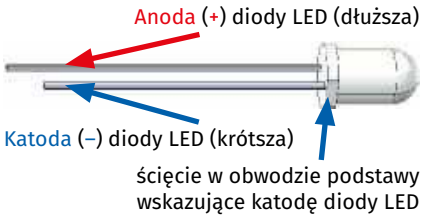

Rysunek 4. Opis wyprowadzeń standardowej diody LED z dwoma wyprowadzeniami („plusowe" wyprowadzenie jest dłuższe, natomiast „minusowe" krótsze)
- Tak jak każda dioda, LED ma biegunowość. Oznacza to, że musi być podłączona we właściwym kierunku, inaczej nie zaświeci, a w szczególnym przypadku ulegnie uszkodzeniu. Jej katodę najczęściej oznacza ścięcie na obudowie oraz krótsza nóżka (**rysunek 4**). Przed montażem sprawdź, gdzie na PCB znajduje się oznaczenie katody, i ustaw diodę zgodnie z nim.